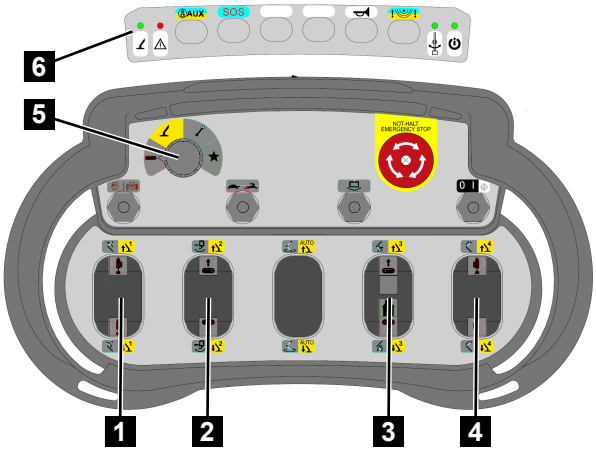

Fig. 132
3. Set the function selector to *[outrigger function]* (yellow) (Fig.132/5).
4. Using the control levers (Fig.132/1, 2, 3 and 4), move the desired outrigger(s) according to the table below.
5. If the stabilisation is correct, the green lamp (Fig.132/6) will light up continuously.